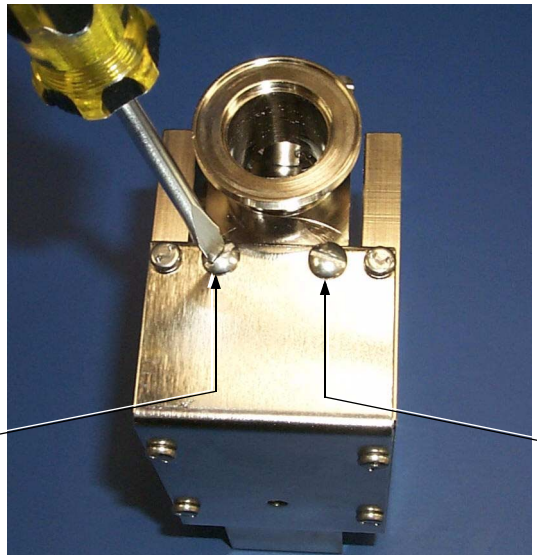

Figure 5-27 Spectrometer Tube Magnet Assembly Slotted Screws
1. Remove the 2 slotted screws that mount the spectrometer tube magnet assembly to the spectrometer tube body (Figure 5-27).